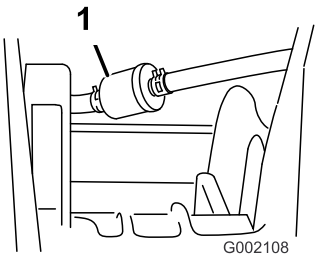

Figura 46
5. Rimuovete i dispositivi di fermo che fissano il filtro del carburante ai tubi di alimentazione (Figura 46).